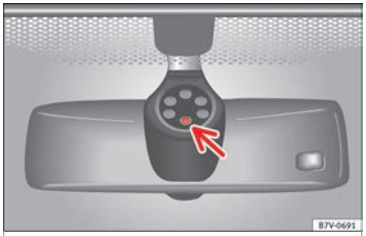

Fig. 146 Rain sensor sensitive surface
Possible causes of faults and mistaken readings *on the sensitive surface* ››› Fig. 146 of the rain sensor include:
- **Clean the sensitive surface of the rain sensor regularly and check the blades for damage ››› Fig. 146 (arrow).**